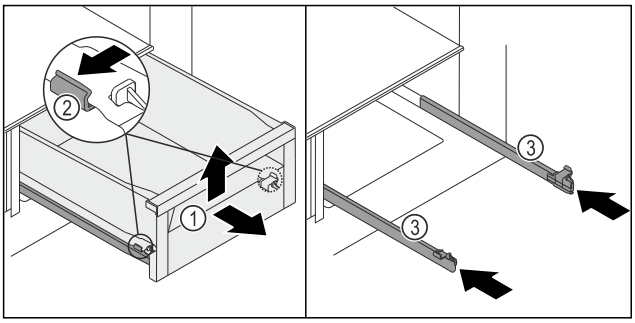

Fig. 116
- ▶ Dra ut utdragslådan *Fig. 116 (1)* så långt det går.
- ▶ Tryck samtidigt vänster och höger bygel *Fig. 116 (2)* utåt något.
- ▷ Utdragslådan *Fig. 116 (1)* lossnar från skenorna.
- ▶ Lyft upp utdragslådan *Fig. 116 (1)* framtill.
- ▶ Ta ut utdragslådan *Fig. 116 (1)* framåt.
- ▶ Skjut in skenorna *Fig. 116 (3)*.